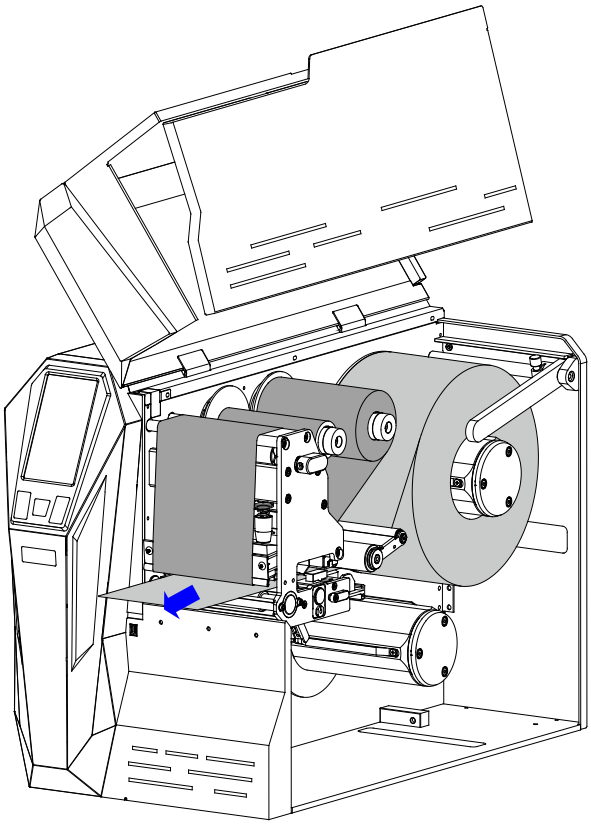

Figure 2-26 Load the Media
2. Refer to the Media Path as shown in Figure 2-6. Thread the media through the Peel-off Bar, as shown in Figure 2-26.